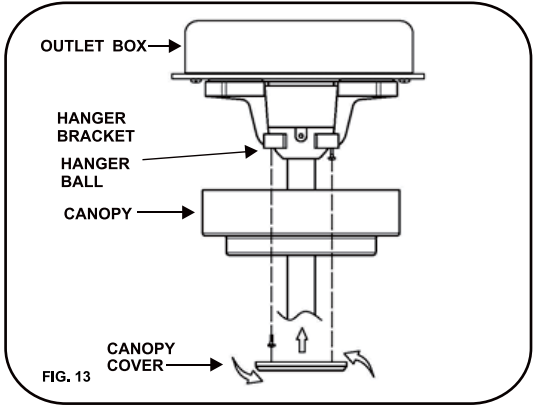

FIG. 13
Step 2. Slide the canopy up towards the hunger bracket and place the key hole on the canopy over the screw on the hanger bracket turn canopy until it locks in place at the narrow section of the key holes. (Fig. 13)